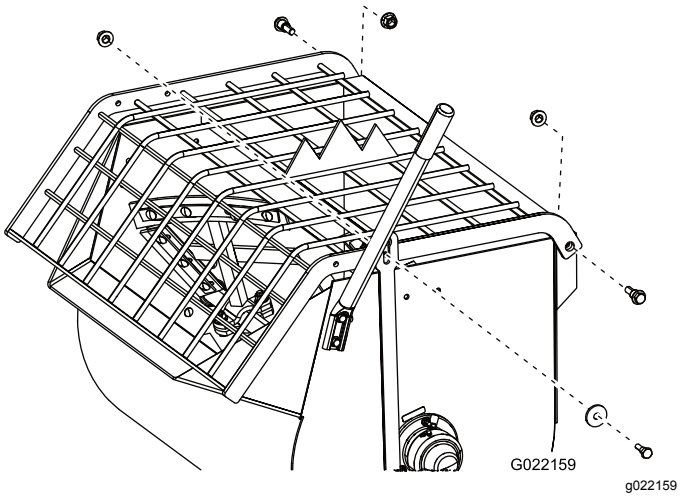
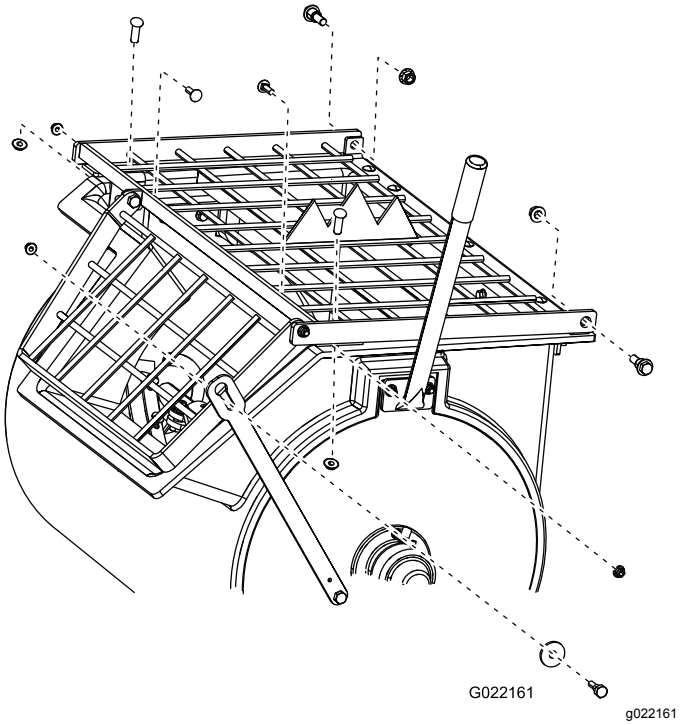
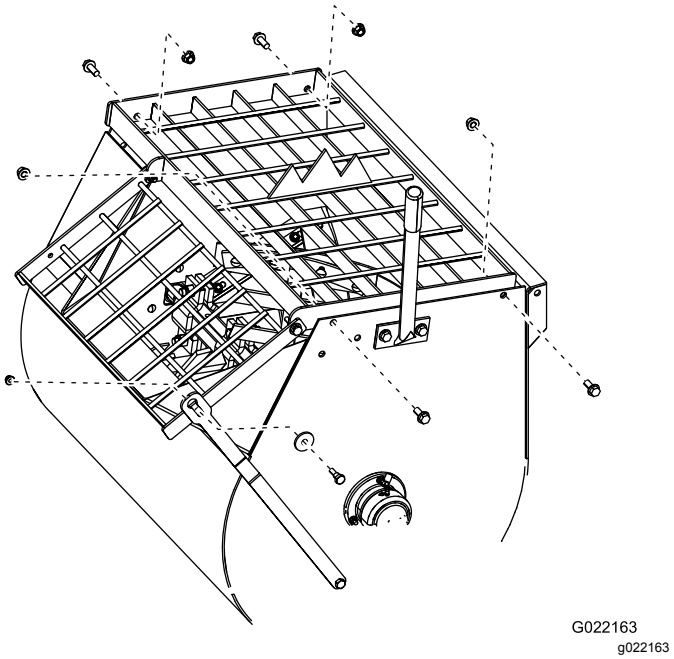

Figure 74
Figure 75
Figure 76
4. Remove the nuts and bolts that secure the grate to the drum, and remove the grate (Figure 74, Figure 75, or Figure 76).